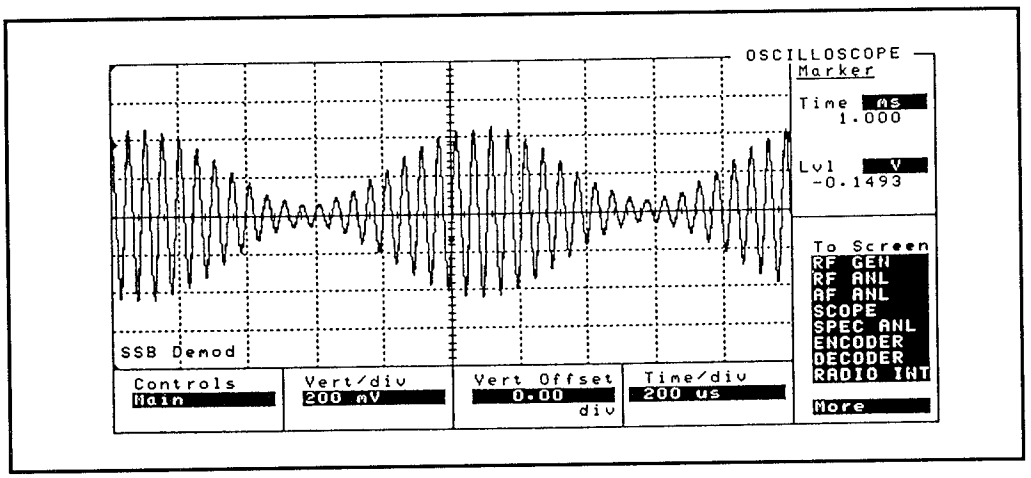

Figure 20: AM envelope
8. On the HP 8920A, set **Vert/div** to optimize the displayed waveform (typically 200 mV). Select Main from the **Controls** field, then select Trigger from the **Choices** field. Set **Lvl** V until the displayed waveform is stable, typically 1.9 (see Figure 20).